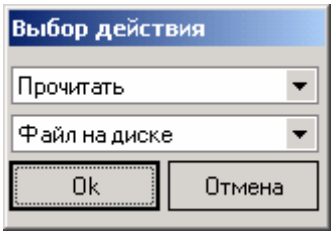

Рис.55 Окно выбора файла.
2. Вызвать диалоговое окно «Выбор действия» над КФ. Далее в верхнем раскрывающемся списке появившегося окна «Выбор действия» необходимо выбрать пункт «Прочитать», в нижнем - пункт «Файл на диске» и нажать «ОК» (рис.55).